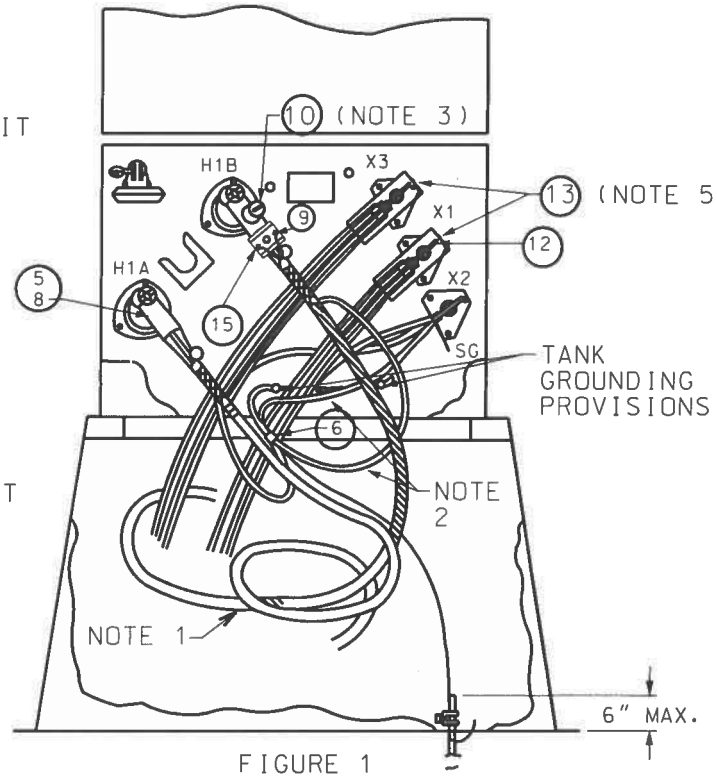

FIGURE 1
2. WHEN GROUNDING PRIMARY CABLE AS SHOWN IN FIG.1. LEAVE SUFFICIENT SLACK (4 FT MIN.) OF CONCENTRIC NEUTRAL TO PERMIT OPERATION OF ELBOW TERMINATORS.
a. AT THE OPEN POINT OF A LOOP, INSTALL (2) ELBOW ARRESTERS (9718-8005) AND (1)DOUBLE FEED THROUGH PARKING BUSHING (9718-8124) AS SHOWN IN DETAIL 'A'.
b. IN THE CASE OF A RADIAL TAP FROM AN OVERHEAD FEEDER, INSTALL(1) ELBOW ARRESTER ON H1B BUSHING AT THE LAST TRANSFORMER.
c. AT THE TRANSFORMER ADJACENT TO THE OPEN POINT OF A LOOP INSTALL (1) WELL INSERT ARRESTER(9718-8007) AS SHOWN IN DETAIL B. THE WELL INSERT ARRESTER IS TO BE INSTALLED WITH A TORQUE TOOL (97142090).